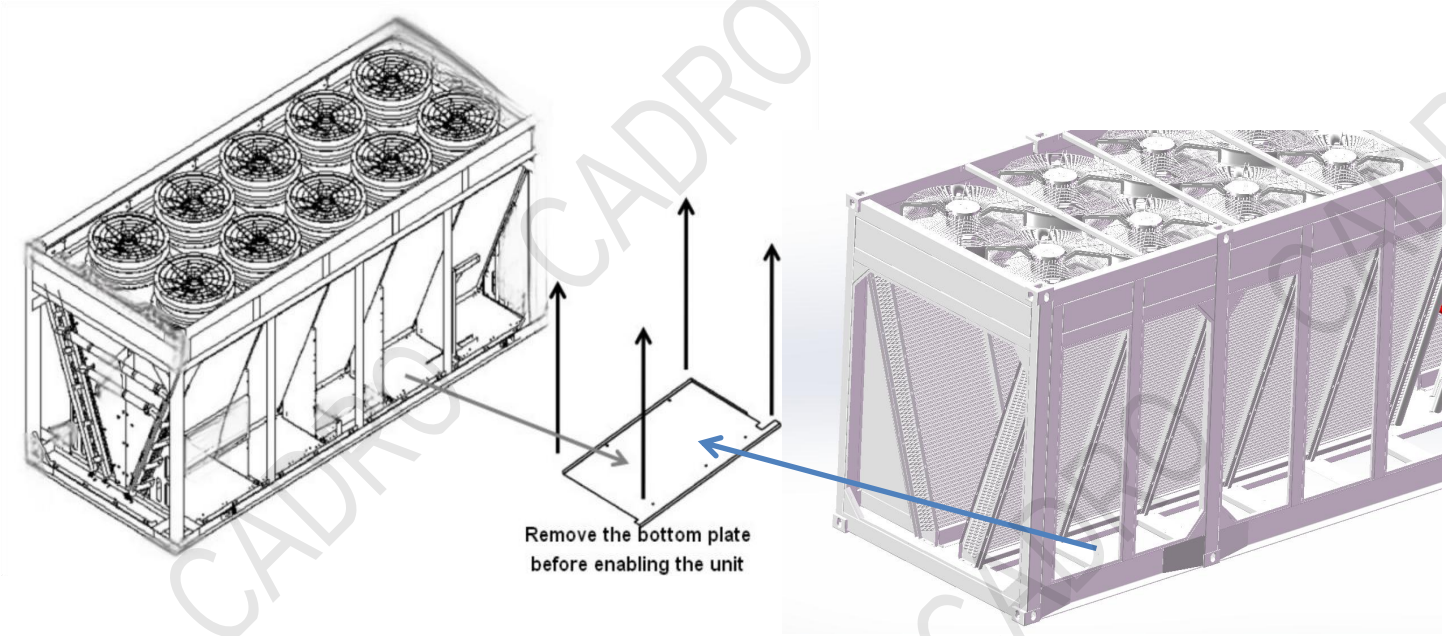

Figure 5-3 Remove bottom plate and fasteners for components of the dry cooling system or water curtain
2) Remove the bottom plate and fasteners for the transportation,remove components of the dry cooling system or water curtain, as shown in Figure 5-3.